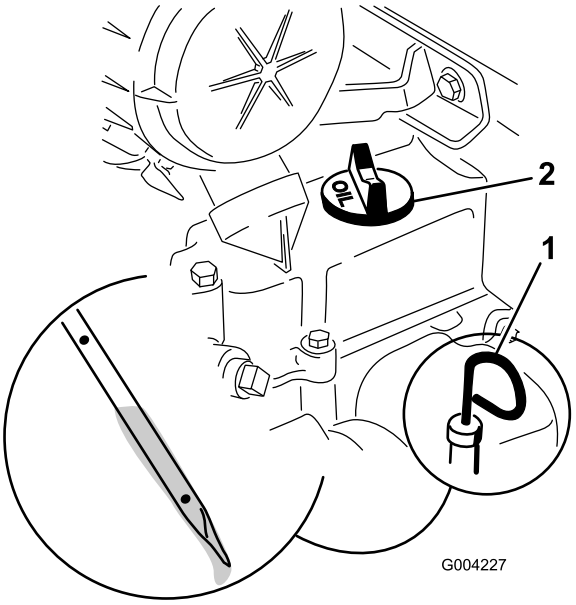

**Figur 15**
2. Ta ut oljestickan och torka av den med en ren trasa (Figur 15).
3. Sätt i oljestickan i röret och se till att den sitter som den ska (Figur 15).
4. Ta ut oljestickan och kontrollera oljenivån (Figur 15).
5. Om oljenivån är låg tar du bort oljepåfyllningslocket (Figur 15) och fyller på så mycket olja att nivån når upp till markeringen ”Full” på oljestickan.
6. Sätt tillbaka oljestickan så att den sitter ordentligt (Figur 15).